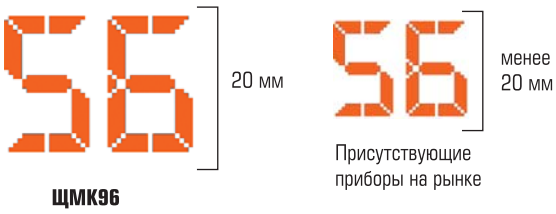

Рис. 9
4. Увеличенный размер индикаторов ЩМК96, благодаря чему считывание информации становится максимально удобным и быстрым (рис. 9).